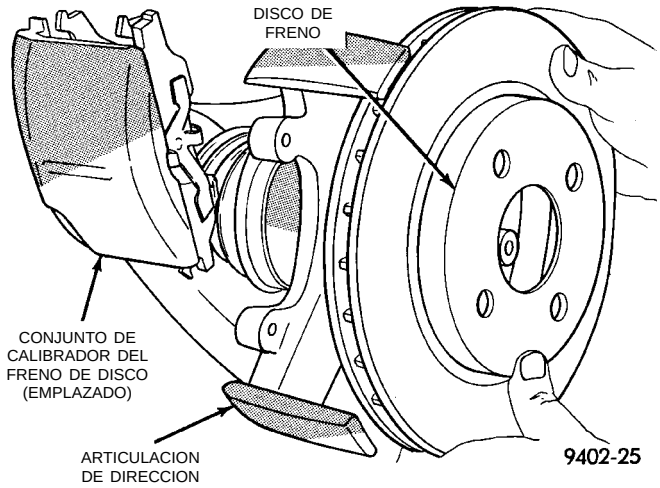

Fig. 20 Instalación del disco de freno
(8) Instale el extremo de la barra de acoplamiento en la articulación de la dirección. Empiece a colocar en el espárrago del extremo de barra de acoplamiento, la tuerca que fija el extremo de barra de acoplamiento a la articulación de la dirección. Mientras sostiene el espárrago sin que éste se mueva, apriete la tuerca de fijación del extremo de barra de acoplamiento a la articulación de la dirección. Con una llave de pata y una llave de cubo de 11/32, apriete la tuerca con una torsión de 61 N·m (45 libras pie).
(9) Vuelva a instalar el disco de freno en el conjunto de maza y cojinete (Fig. 20).
(10) Instale el conjunto de calibrador del freno de disco en la articulación de la dirección. El calibrador se instala deslizando primero la parte superior del calibrador por debajo del tope superior en la articulación de la dirección. Luego se instala la parte infe-